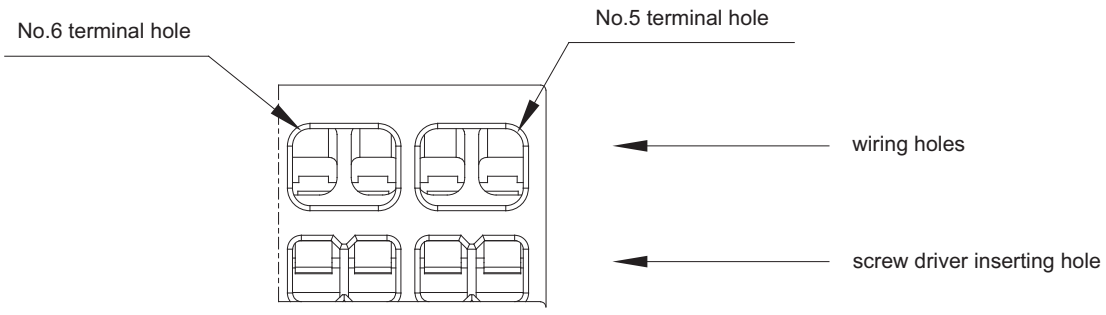

Figure 4
• The insertion position of the wire and the screwdriver and the insertion direction of the screwdriver are as shown in Figure 4.